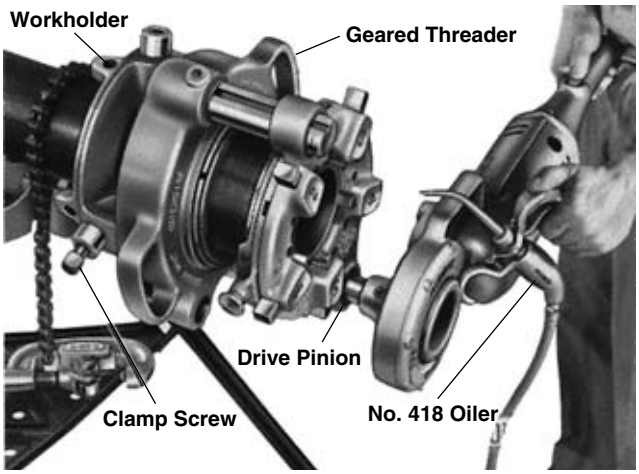

Figure 9 – Threading With Geared Threader
4. Tighten Workholder and Clamp Screw securely with the socket wrench *(Figure 9)*.
7. Hold Power Drive handle with one hand and leave other hand free to apply thread cutting oil. Actuate switch button in direction required for threading *(Figure 9)*.